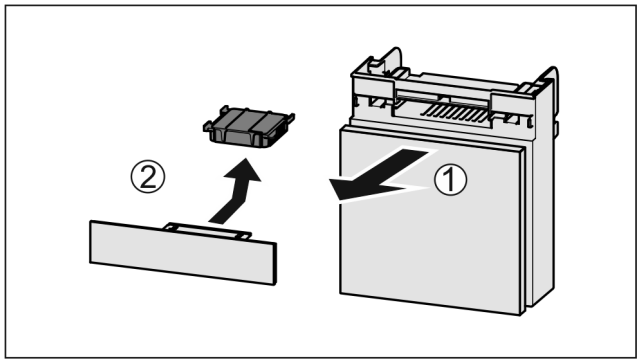

Fig. 44
▶ Вытянуть *Fig. 44 (1)* отделение движением вперед.
▶ Извлечение *Fig. 44 (2)* фильтра с активированным углем.